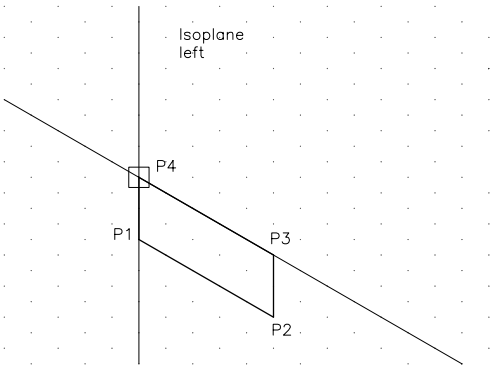

Figure 19-9 *Drawing the bottom left face*
2. Change the isoplane to the isoplane left by pressing the F5 key. Choose the **Line** tool and draw lines between the points P1, P2, P3, P4, and P1, as shown in Figure 19-9.